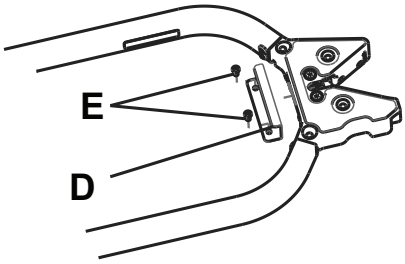

Rysunek 16 – Płytka zaczepowa
1. Używając klucza imbusowego M6 zamontować dostarczoną płytkę zaczepową (610000010015) (D) i dwie śruby z łbem z gniazdem sześciokątnym M6 (E) (niedołączone) bezpośrednio za zatrzaskiem zakotwienia noszy (Rysunek 16).